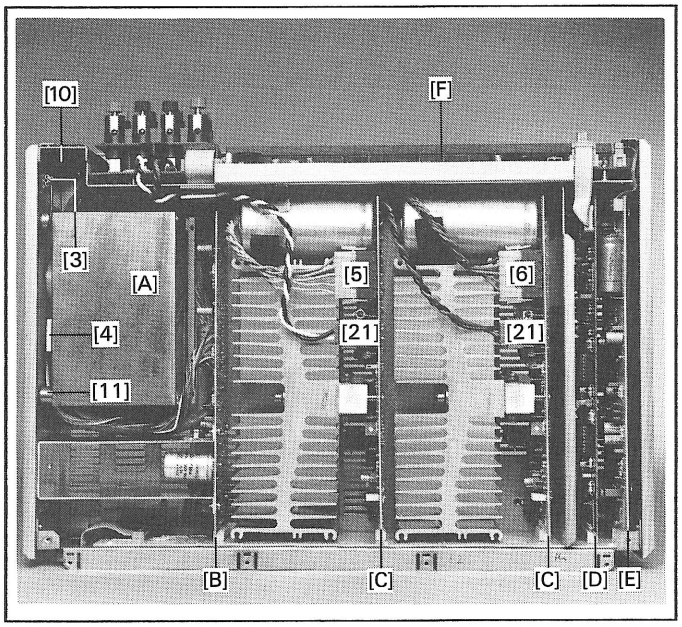

Fig.2.3
- Retirer les trois connexions (16), (18), (20).
- Sortir les deux câbles (21) vers les étages finaux et dégager (Fig.2.3).
- Retirer les cinq vis de fixation (22) de la platine.
- Sur la face inférieure de l'appareil, retirer les deux vis (23) de la fiche type D.